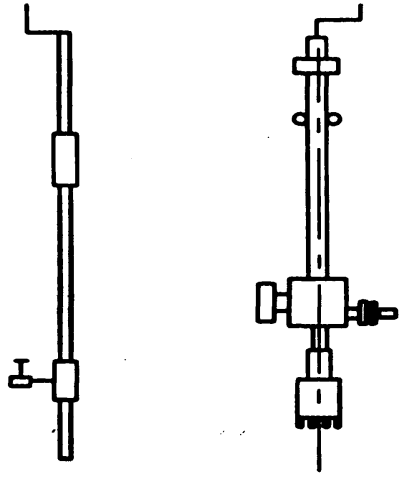

Рис.3
3. Сверлильная машина T-101a (рис.3) применяемая для сверления от 12,7 мм до 100 мм. Машина оснащена храповым механизмом с рукояткой для ручного привода, можно также подключить и пневмопривод.
Сверлильная машина T-203 с ходом сверлильной штанги 914 мм (рис.3) имеет автоматическую регулируемую подачу фрезы и пневматический привод.